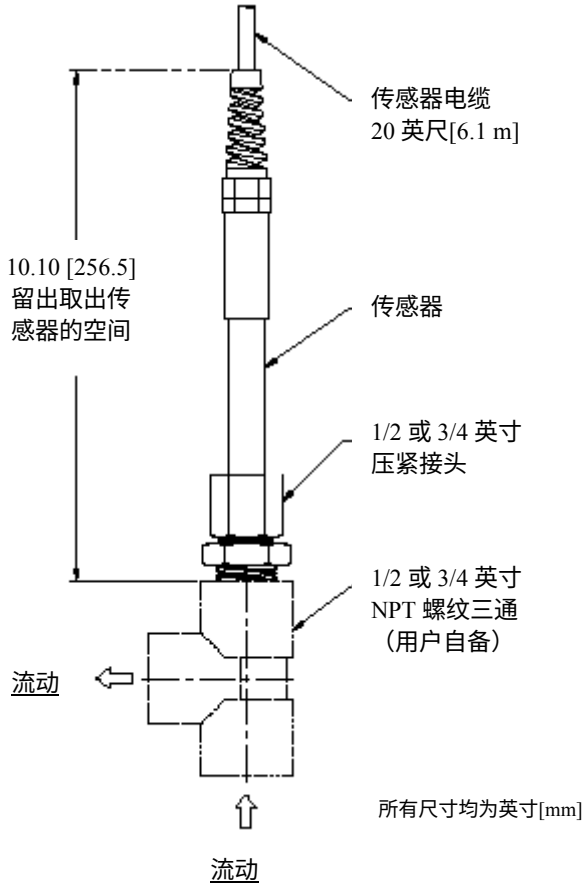

图 2-2　插入式安装详图
- 将传感器插入到管道流体中，以使过程液体可以直接流入到传感器的尾部（如图 2-2）。